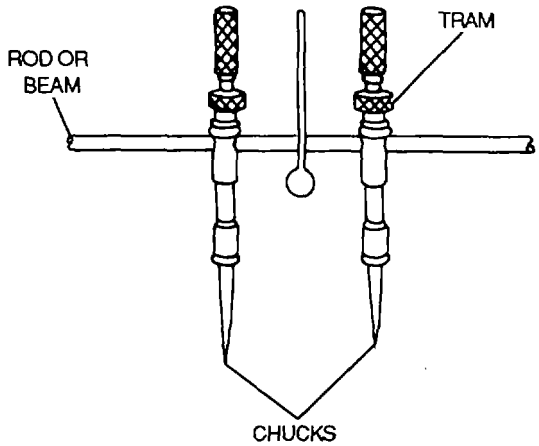

Figure 3-30. Trammel
(7) Trammels. The trammel, shown in figure 3-30, measures distances beyond the range of calipers. The instrument consists of a rod or beam to which trams are clamped. The trams carry chucks. The trammel can also be used as a divider by changing the points.